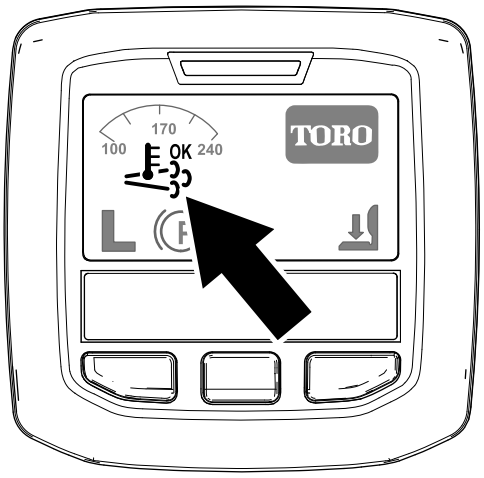

Figur 39
- Ikonet for hjelp-/tilbakestill-regenerering vises i InfoCenter (Figur 39).